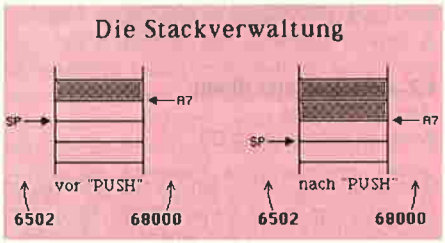

Abb. 3
Hier erfolgt die Adressierung der Daten wie bei der indirekten Adressierung, die gerade eben beschrieben wurde. Das heißt, die Adresse der Daten steht in dem angegebenen Adreßregister (hier in A7). Nachdem die Daten aber geholt wurden, wird das entsprechende Adreßregister *erhöht*! Man kann sich das am besten am Beispiel des Stapels (Stack) klarmachen (siehe auch **Abb. 3**):
Wenn beim 6502 ein Byte vom Stack in den Akku geladen wird (PLA), wird *zuerst* der Stackpointer um 1 erhöht. *Dann* wird das Byte mit der Adresse $0100 + (SP) in den Akku geholt. Der Stack beim 68000 arbeitet fast genauso, nur in einer anderen Reihenfolge: *Zuerst* werden die Daten von der Adresse geholt, auf die der Stackpointer zeigt, und *danach* erst wird der SP erhöht. Beim 6502 zeigt der SP also immer auf den nächsten freien Platz im Stack, beim 68000 auf die zuletzt in den Stack „gepushten" Daten (vgl. Abb. 3).